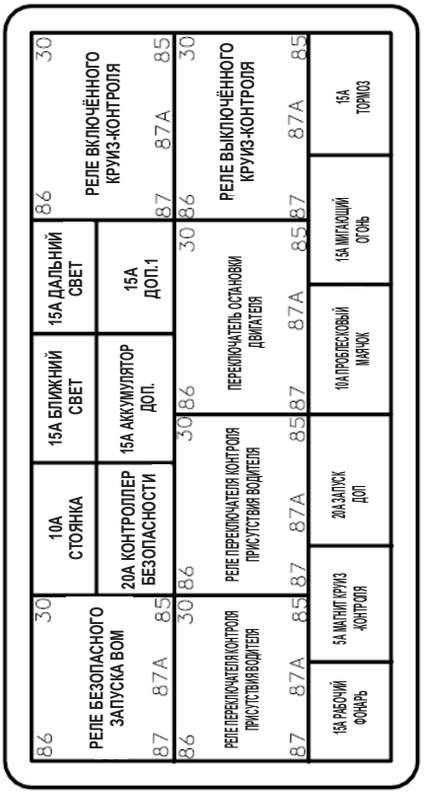

Рис. 5.21 Коробка предохранителей
5.21 Предохранители в коробке для предохранителей (Рис. 5.21)